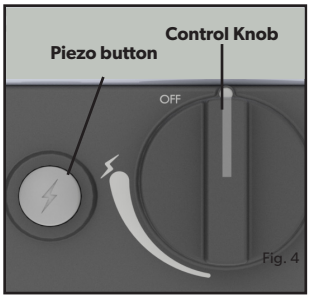

Fig. 4
- To light up the appliance using the piezo igniter, push and turn the control knob 90° in an anti-clockwise direction, then press the piezo button to ignite the gas (see Fig. 4). If the gas does not ignite on the first spark, turn the control knob back to its "OFF" position. Try again, by pushing and turning the control knob anti-clockwise and push the piezo button to ignite the gas. If the gas has not ignited in the first two to three seconds you should close the control valve by turing the control knob back to its "OFF" position.